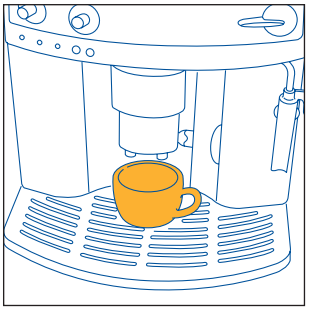
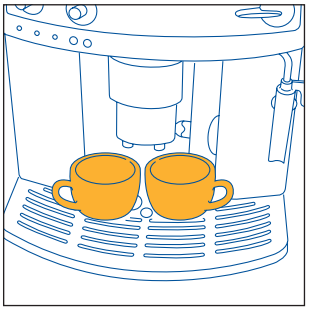
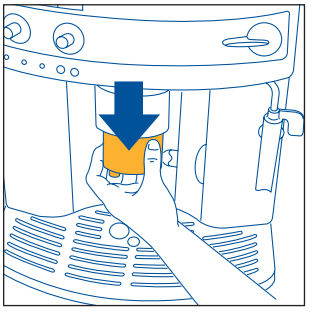

Fig.9
Fig.10
Fig.11
4) Mettez sous les buses de sortie une tasse si vous désirez 1 café (fig. 9) ou 2 tasses pour 2 cafés (fig. 10). Pour obtenir une meilleure crème, approchez la buse sortie café le plus possible des tasses en la baissant (fig. 11).